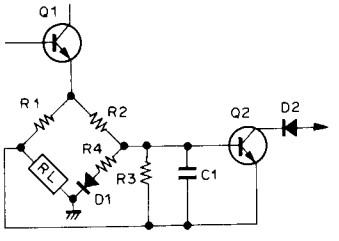

Fig. 4-15 Overload Detector
The overload detector circuit incorporates the load (RL) in one side of a Wheatstone bridge (see Fig. 4-15). The base and emitter of a sensing transistor (Q2) are connected to the opposite corners of the bridge, so if RL decreases, Q2 will become forward biased. If RL falls below a prescribed value, Q2 will turn on. C4 will rapidly discharge. As consequence, Q6 will turn off and the relay will become de-energized, thus causing the output circuit to open.